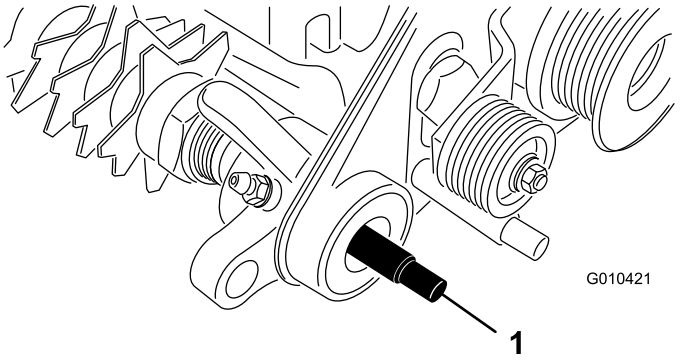

Figuur 7
1. Breng vet aan op de afdichting in de lagersteun van de aandrijfeenheid en op het uiteinde van de groomeras (Figuur 7).
2. Schuif een uiteinde van de groomeras in de lagersteun van de aandrijfeenheid (Figuur 7).